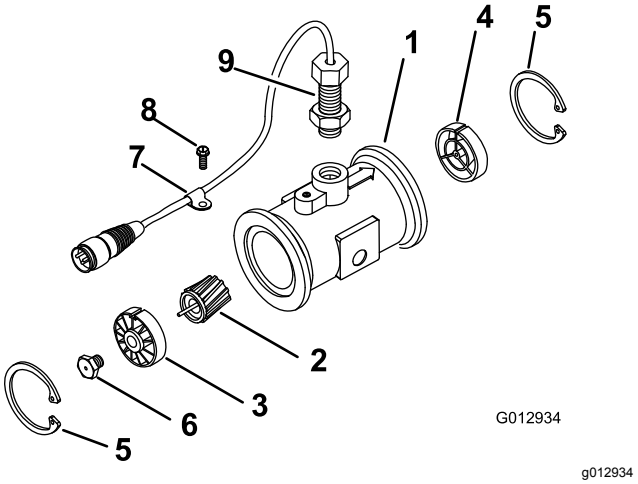

Figur 60
3. Ta av låseringen på oppstrømssiden (Figur 60).